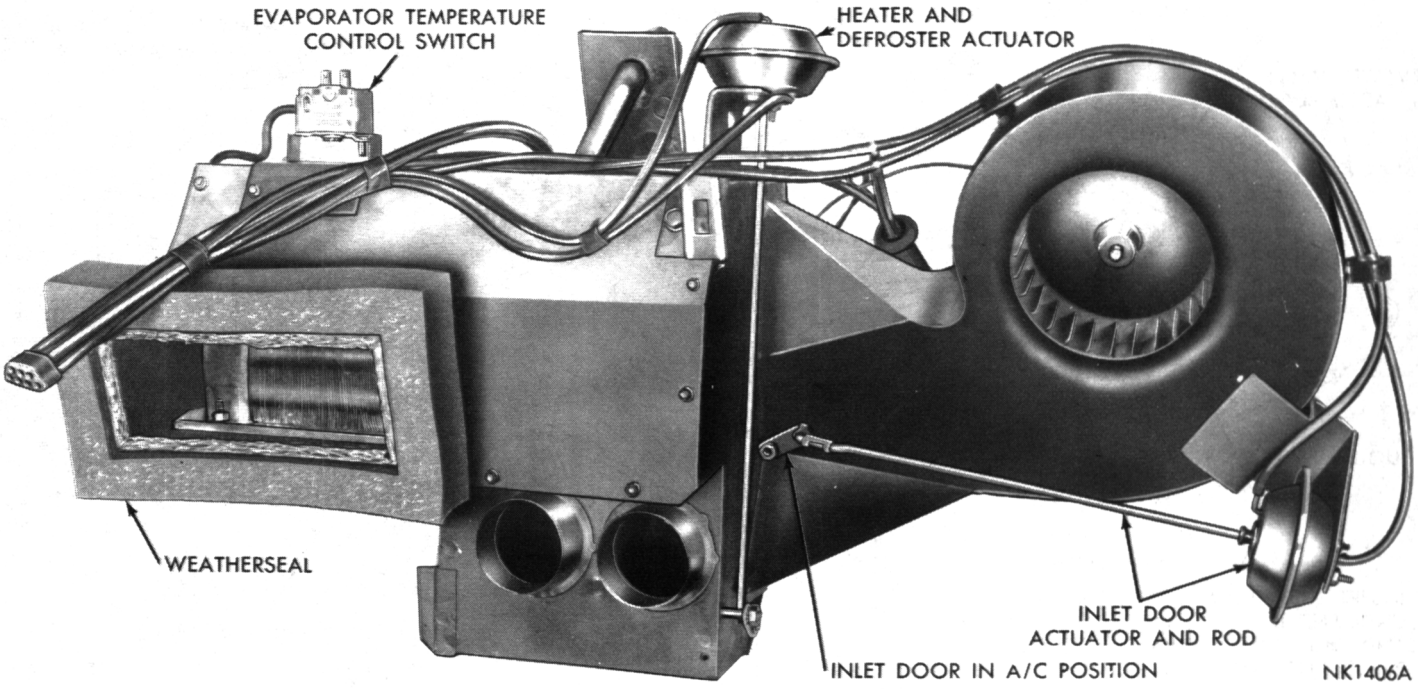

Fig. 91—Evaporator Assembly Removed—Typical
(2) Disconnect blower motor wires and air tube.
(3) Disconnect actuator hoses.
(4) Remove mounting stud nuts and remove evaporator assembly with blower motor as a single unit (Fig. 91).
(5) Remove defroster actuator, evaporator tempera-